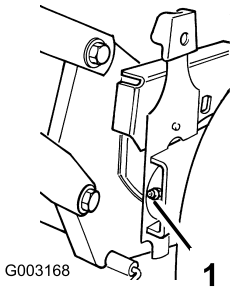

Figura 24
2. Tergete i raccordi d'ingrassaggio con un panno pulito (Figura 24).